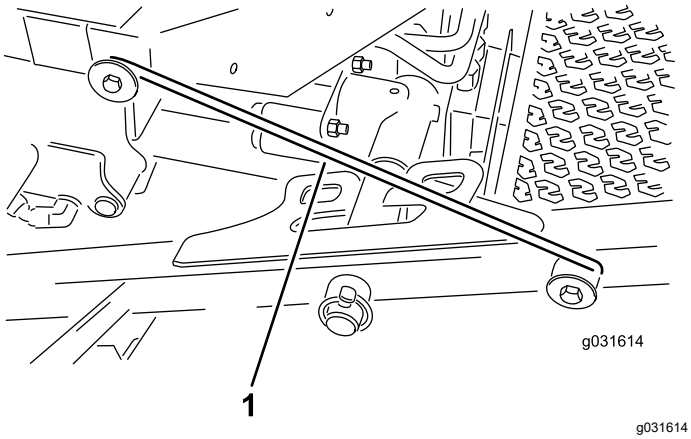

Figura 32
4. Liberte a barra do trinco do retentor do suporte da estrutura frontal (Figura 32).
5. Eleve a parte exterior das unidades de corte frontais e coloque o trinco sobre o pino da estrutura montado na parte da frente da plataforma do operador (Figura 32).